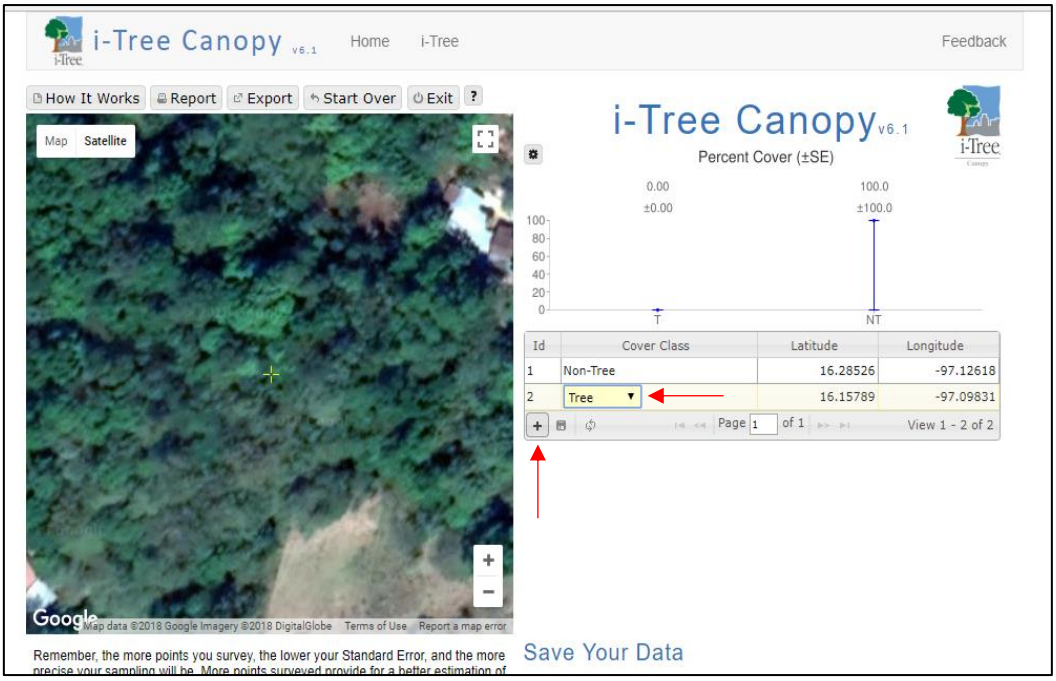

Figure 42. i-tree Step 5
1.4 The Project Developer will then add points and classify the points as [Tree] or [No tree] (Figure 42).